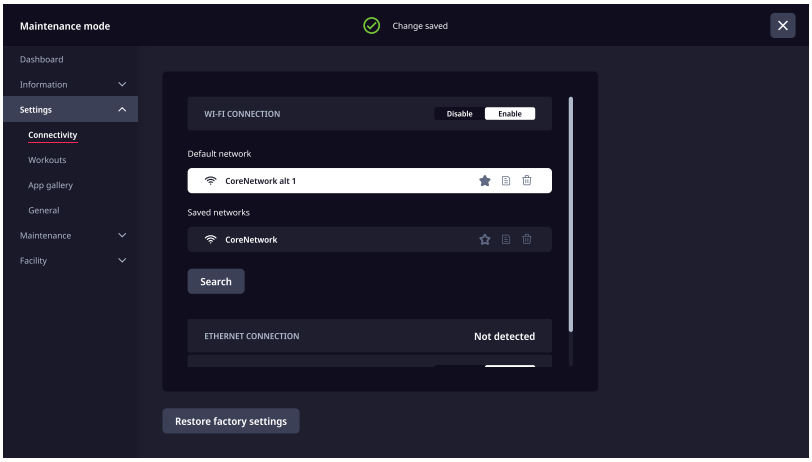

Fig. 61 Shown with multiple networks
6. For multiple connected networks (Fig. 61), tap ★ to set Default network. Every time the console reconnects, it will prioritize this network.